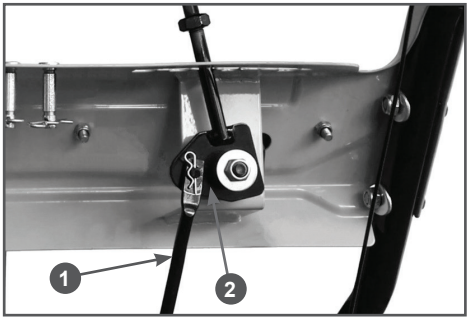

Рис. 6 Подключение тяги к рычагу переключения передач
4. Подключите тягу 1 к рычагу 2 переключения передач (только для ST661) (Рис. 6). Совместите отверстия в кронштейне рычага и тяге, вставьте в отверстие палец, зафиксируйте палец шплинтом.